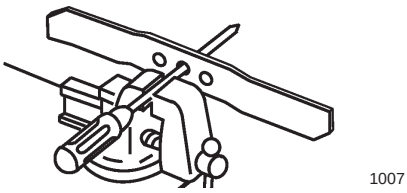

Bild 25
1. Kontrollieren Sie die Wucht des Messers, indem Sie das mittlere Loch im Messer über einen Nagel oder einen Schraubenzieherschaft hängen, den Sie horizontal in einen Schraubstock einklemmen (Bild 25).